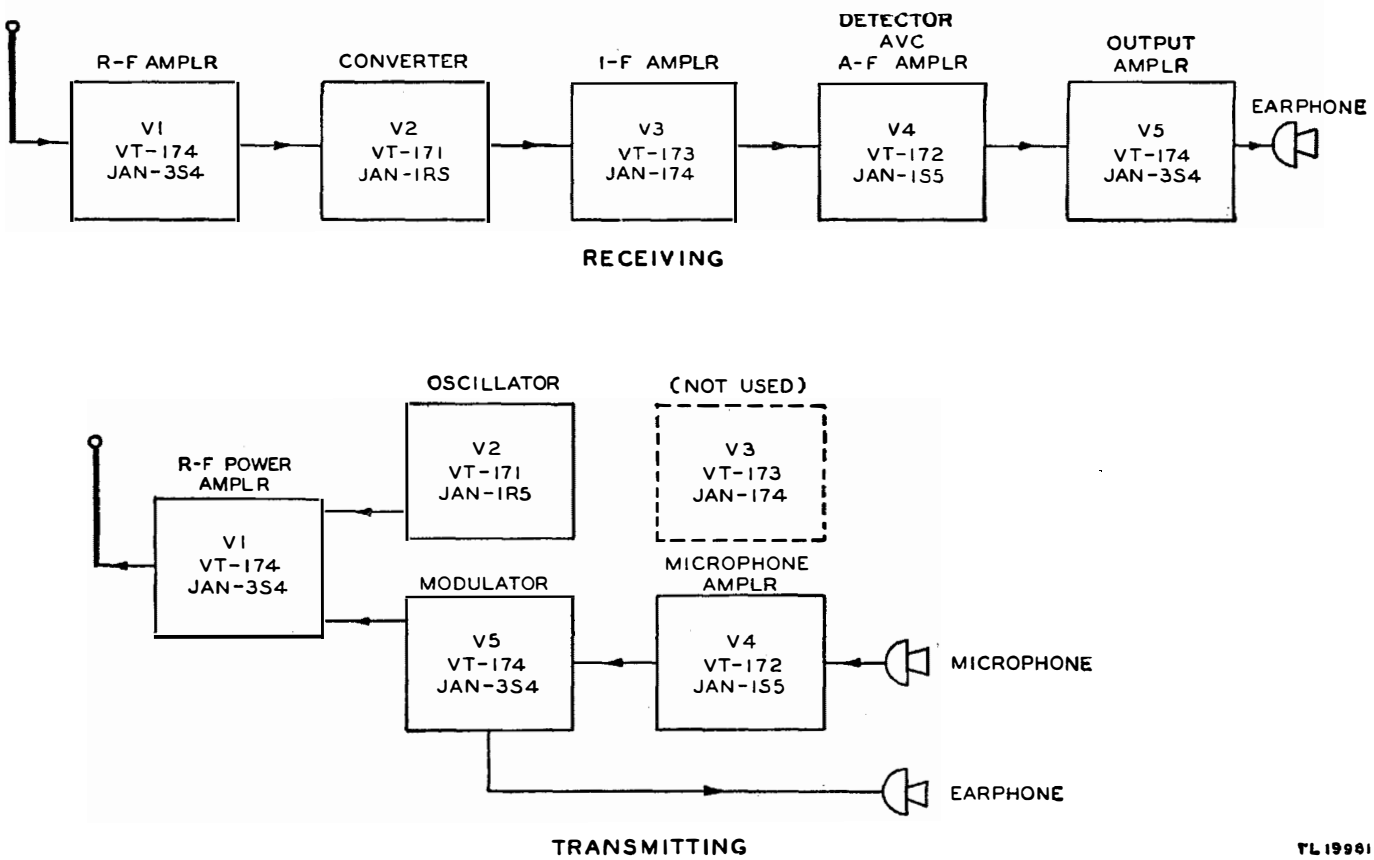

Figure 49. Radio Set SCR–536–(*), block diagram.
b. Receiver. Figure 49 shows the signal paths through the receiver and transmitter. The same antenna is used for reception and transmission. The received signal voltage is amplified by tube VI and applied to the signal grid of tube V2. In converter tube V2, the incoming signal is mixed with the oscillator signal generated in the same tube, producing a beat frequency of 455 kc. The oscillator uses a
(2) Block diagram of Radio Set SCR-536-(*). (See fig. 49.)